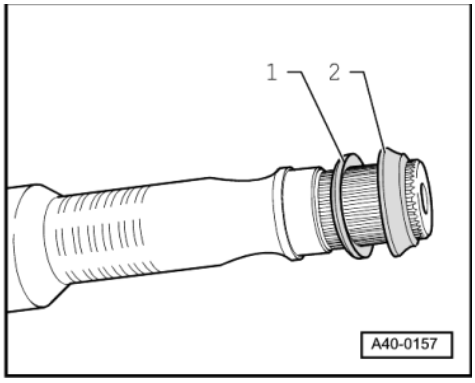

Fig.5 -> Installation position of spacer ring and dished washer (wheel side)
- Installation position => Fig. 5 .